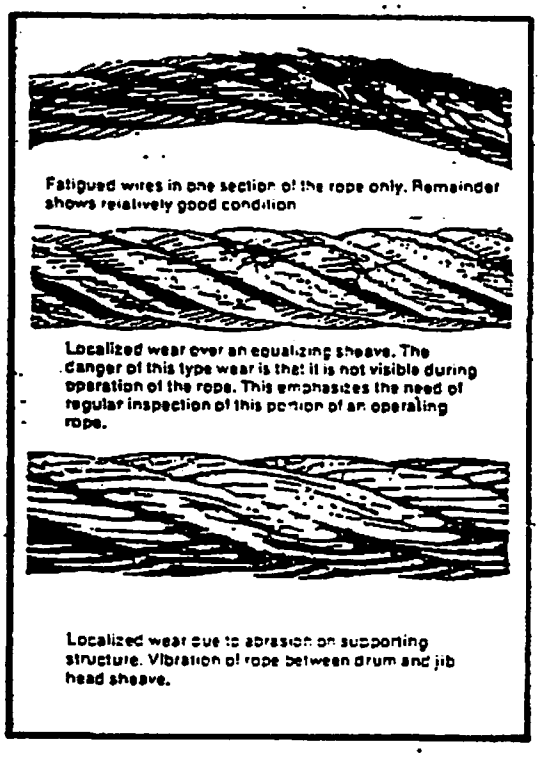

FIGURE 5-40. UNBALANCED SEVERELY WORN AREAS
16. Unbalanced Severely Worn Areas (Figure 5-40)